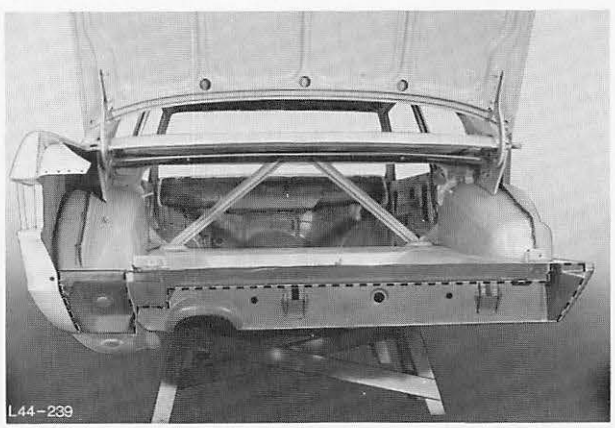

Abb. 254 Auszuwechselnder Querträger
1. Querträger entlang der Trennlinie trennen, Abb. 254.